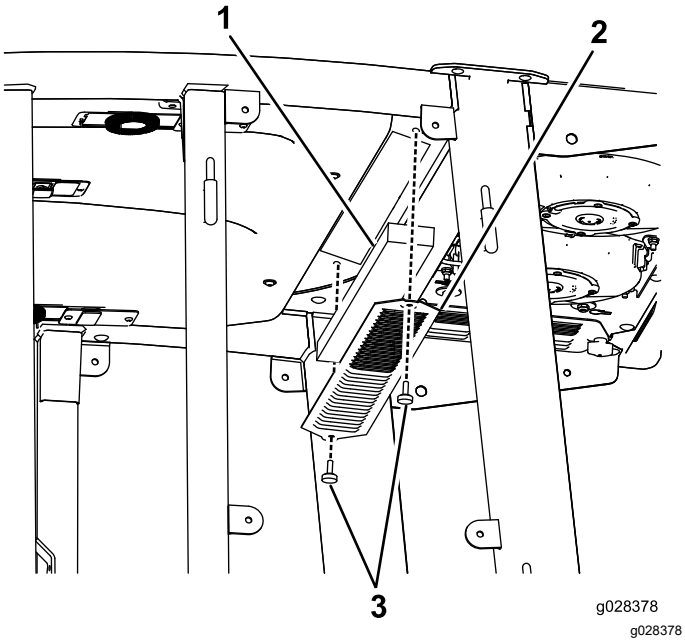
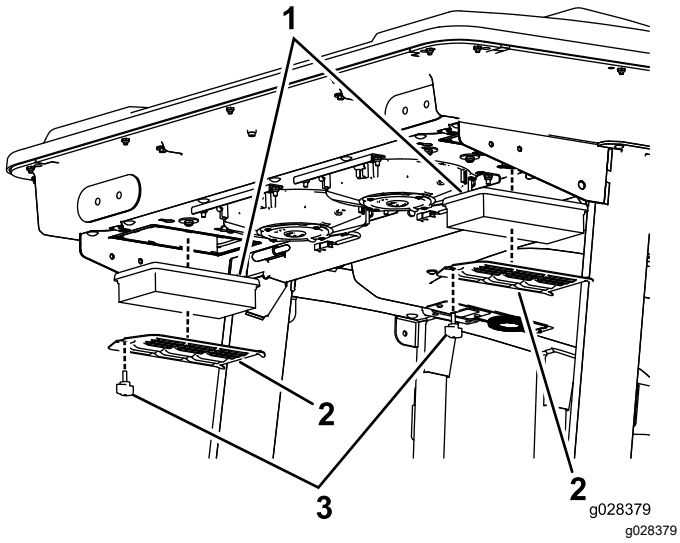
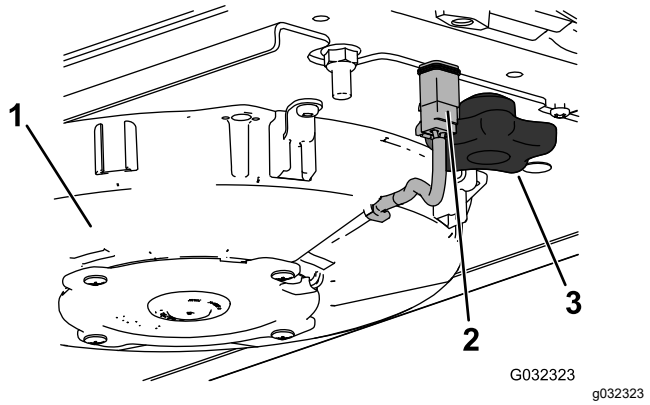
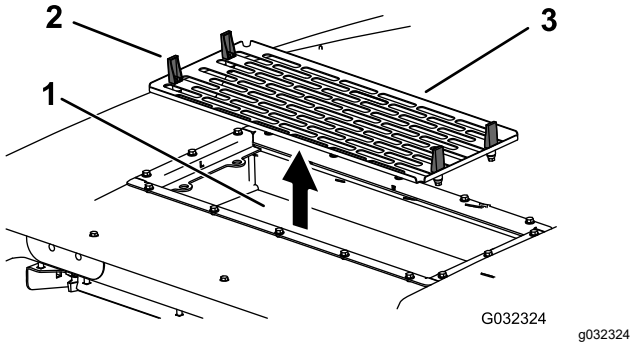

**Figuur 147**
**Figuur 148**
**Figuur 150**
**Figuur 151**
1. Verwijder de schroeven en de roosters van boven de luchtfilters in en achter de cabine (Figuur 147 en Figuur 148).
4. Verwijder de luchtfilters (zie Figuur 148).
6. Plaats de luchtfilters, het scherm en de ventilator (Figuur 148, Figuur 150 en Figuur 151).
7. Koppel de draden van de ventilators af (Figuur 150).